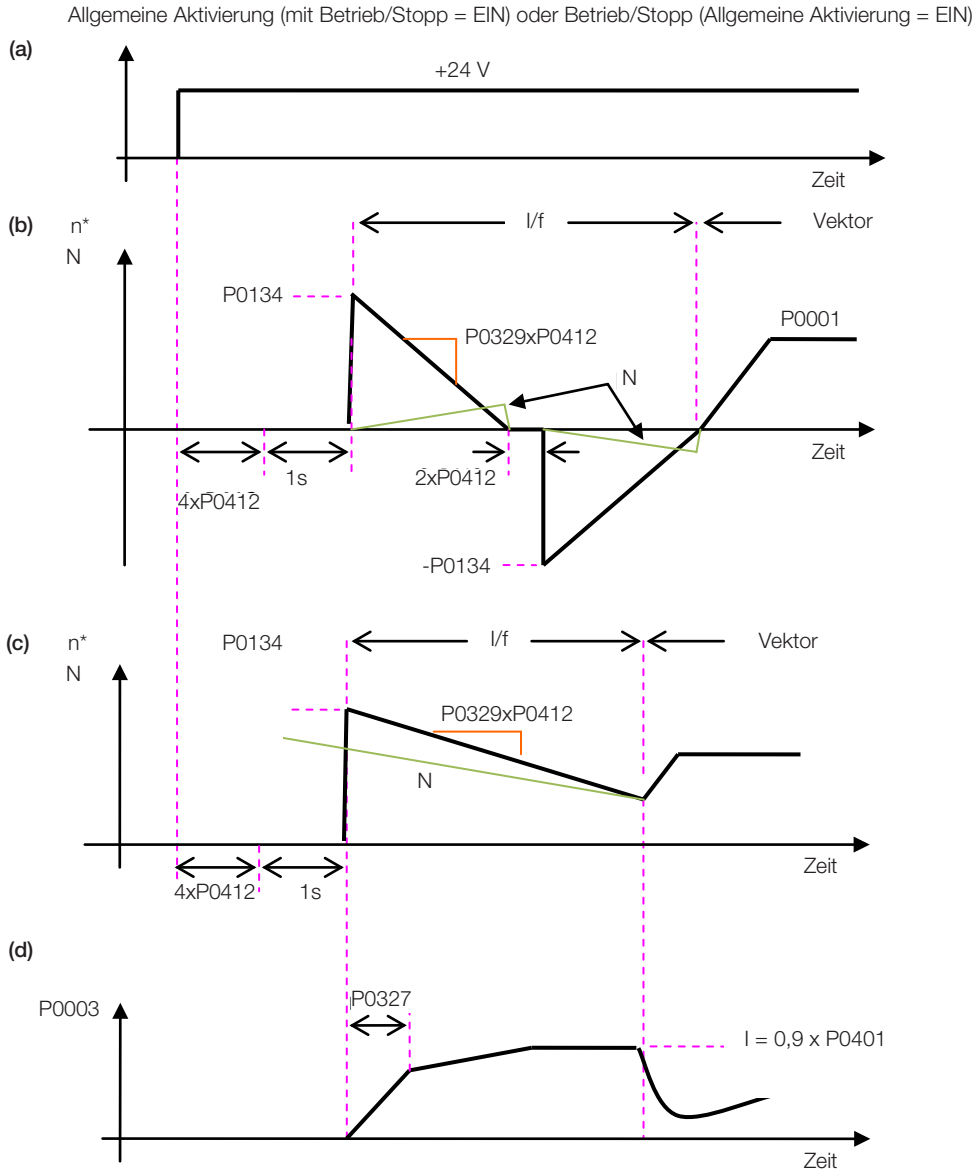

Abbildung 14.3: *(a) bis (d) Auswirkung von P0327 und P0329 während des fliegenden Starts (P0202 = 4)*
Das Verhalten der Flying-Start-Funktion (FS) im sensorlosen Modus beim Beschleunigen und Wiederbeschleunigen kann aus der folgenden Tabelle ersichtlich Abbildung 14.3 auf Seite 14-8.
Abbildung 14.3 auf Seite 14-8 zeigt das Verhalten des Drehzahlsollwerts, wenn die FS-Funktion bei gestoppter Motorwelle und einem kleinen Wert von P0329 gestartet wird (nicht optimiert).
Abbildung 14.3 auf Seite 14-8 zeigt den Drehzahlsollwert, wenn die FS-Funktion mit bereits in die gewünschte Richtung laufender Motorwelle oder mit angehaltener Welle und bereits optimiertem Parameter P0329 initiiert wird.